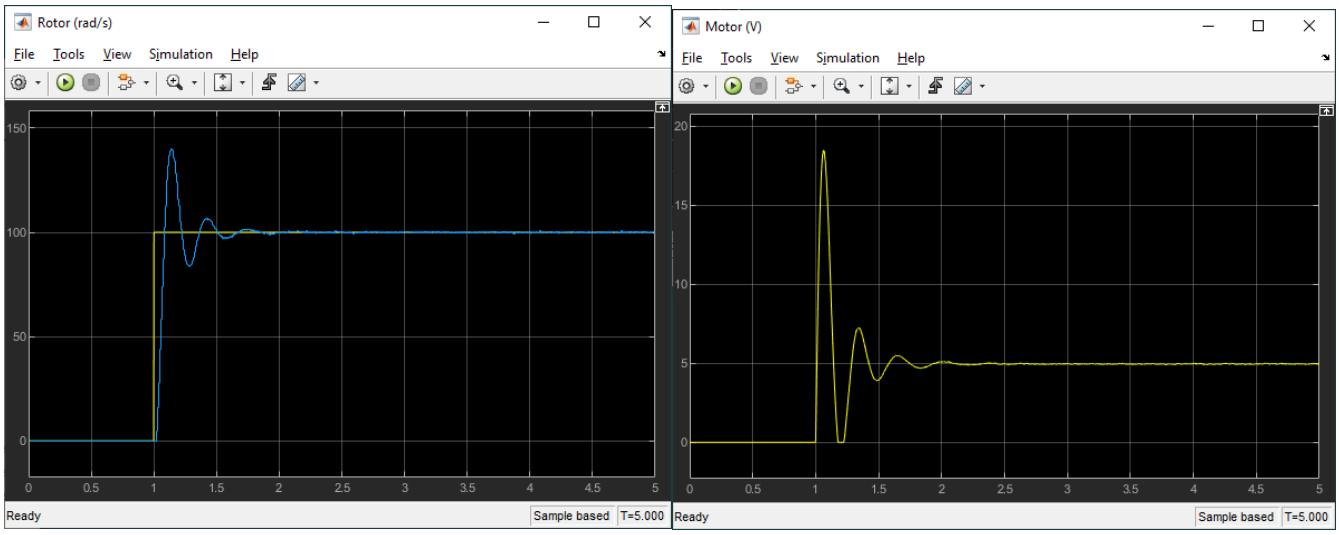

Figure 4 – Sample rotor PI speed control response on Aero 2 using k_p=0.1 and k_i=5
5. The response using the default PI gains $k_p = 0.1$ V/(rad/s) and $k_i = 5$ V/rad is shown in Figure 4. Note that the response with the designed PI gains will be different.